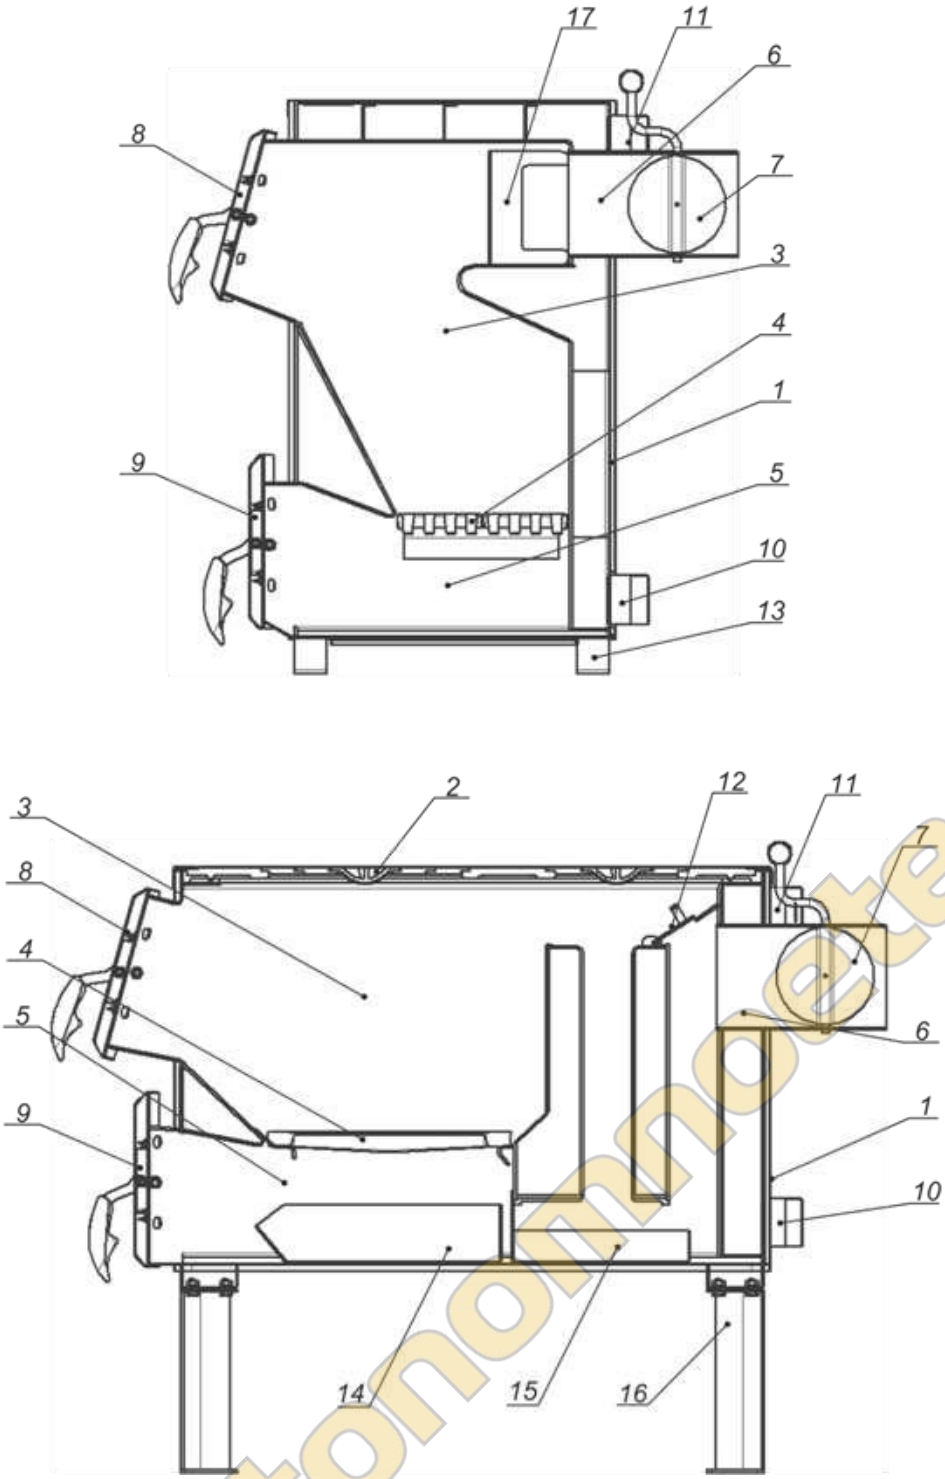

Рис.1 Устройство котлов KLIVER-14 и KLIVER-17П
3.1. Котёл (рис.1) представляет собой сварную конструкцию из листовой стали, состоящую из камеры сгорания и корпуса котла (теплообменника).
6.2. Полностью открыть: заслонку дымохода (7; рис.1), шибер (12) или рассекатель (17), а при слабой тяге и дверцу зольника (9).
6.6. Для быстрого разогрева котла следует чаще забрасывать топливо малыми порциями, наращивая толщину горящего слоя. При этом заслонка (7, рис.1) должна быть полностью открыта.
6.7. При необходимости снизить температуру воды в котле следует частично прикрыть заслонку (7, рис.1).